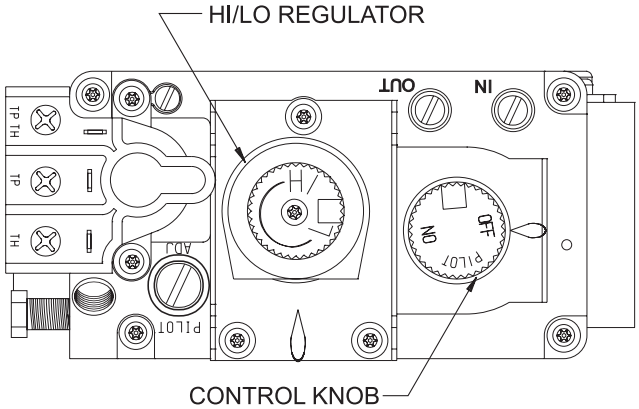

Figure 72
***NOTICE*:** The gas control valve allows you to increase or decrease the height of the main burner flame. The control valve has a pressure regulator with a knob as shown in **Figure 72.** Rotate the knob clockwise to "HI" to increase the flame height and counterclockwise to "LO" to decrease the flame height.